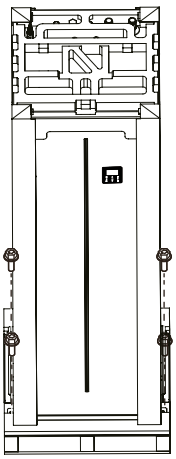

Rys. 6-3
- Wykręcić 4 wkręty z podstawy drewnianej (patrz rys. 6-3).